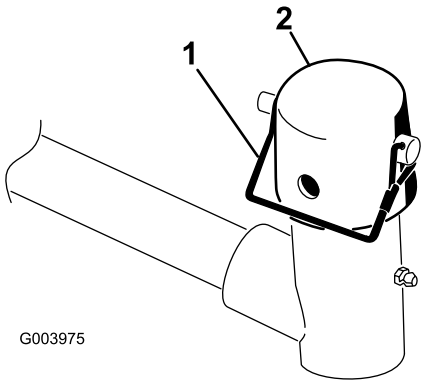

Figur 7
6. Demontera låsstiftet och locket på lyftarmens svängok (Figur 7).
10. Fäst locket och bärramens axel på lyftarmens ok med hjälp av låsstiftet. Använd skåran om du vill kunna styra klippenheten eller hålet om klippenheten ska låsas fast i ett läge (Figur 7).